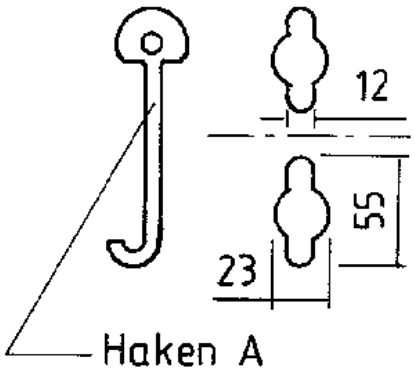
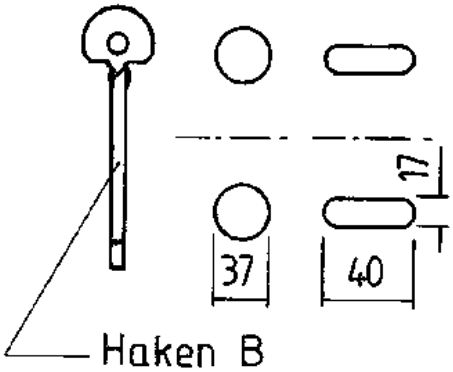

Abb. 2
Abb. 3
Deux crochets sont nécessaires pour soulever chaque couvercle. Le crochet A convient pour les ouvertures rondes avec une fente des deux côtés (fig. 2) et le crochet B pour les ouvertures rondes ou les trous oblongs (fig. 3).
- Vérifiez d'abord si les crochets A ou B s'insèrent dans les ouvertures et s'ils saisissent bien le couvercle (fig. 2 et 3). Si ce n'est pas le cas, il faut utiliser des crochets spéciaux.